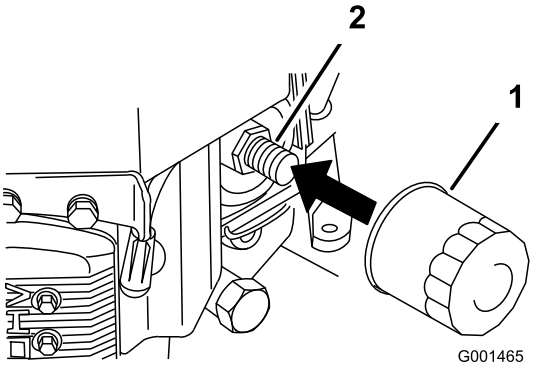

Figur 37
2. Ta bort det gamla filtret (Figur 37).
3. Stryk på ett tunt lager ny olja på utbytesfiltrets gummipackning (Figur 37).
4. Montera det nya oljefiltret i filteradaptern, vrid oljefiltret medurs tills gummipackningen ligger mot filteradaptern och skruva sedan åt filtret ytterligare 3/4 varv (Figur 37).